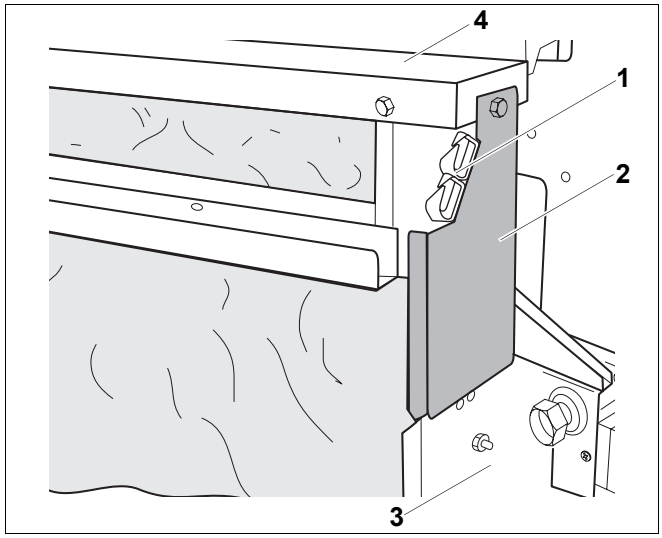

Rys. 76 Montaż blachy osłonowej
- Wsunąć blachy osłonowe (rys. 76, **poz. 2**) z lewej i prawej strony w ściankę tylną (rys. 76, **poz. 3**) iprzykręcić u góry do bocznych pokryw kotła (rys. 76, **poz. 4**). W razie potrzeby trochę poluzować ściankę tylną.
- Przykręcić uchwyt kabla (rys. 76, **poz. 1**).